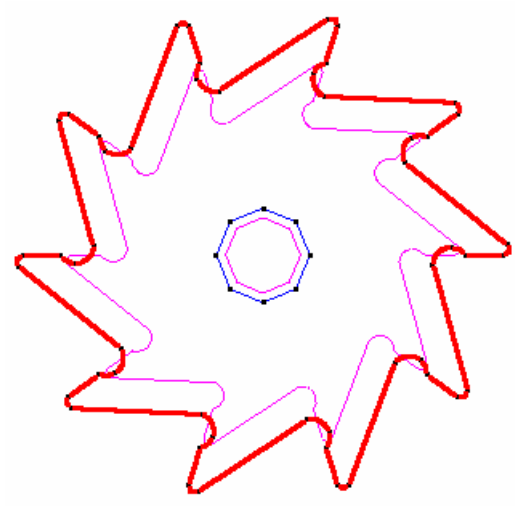

Figure 37. Selected lines of the wheel profile
3. Choose **Mesh→Unstructured→Assign sizes on lines**. A window appears in which to enter the element size around the lines to be selected. Enter size 0.7. Select only the lines of the wheel profile (Figure 37) in the same way as in section 5.2.